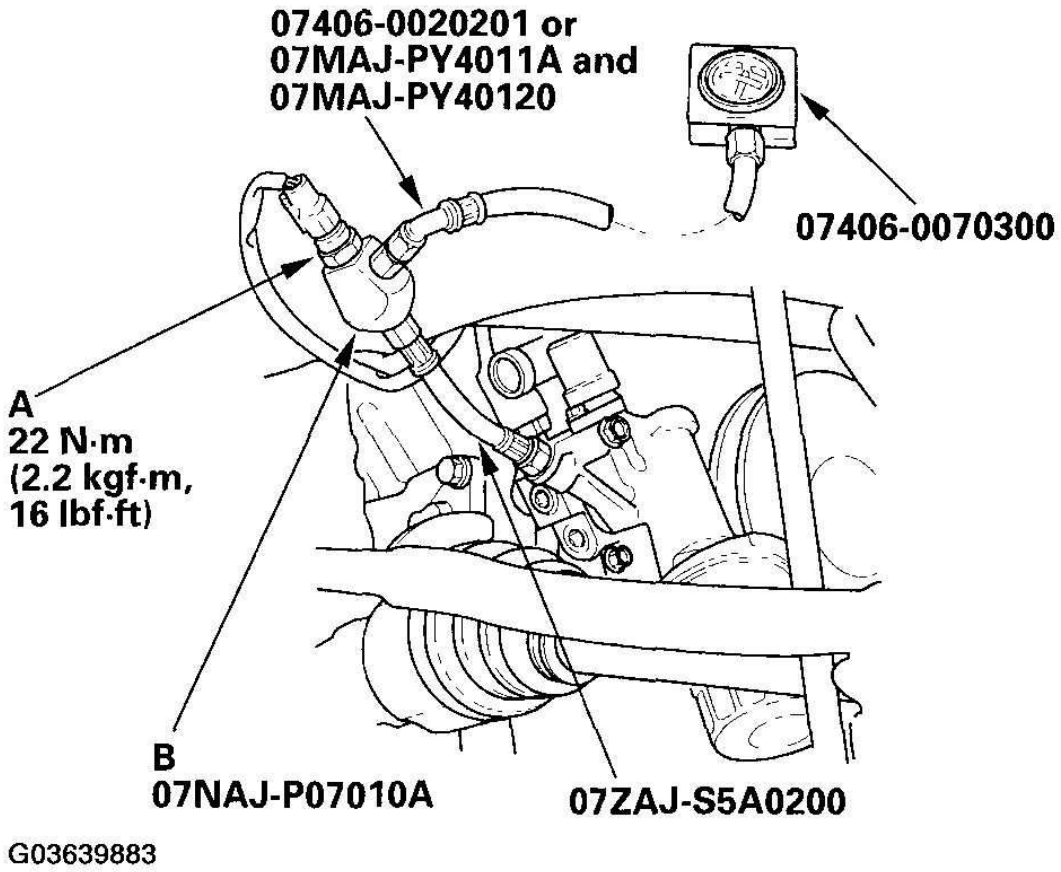

Fig. 2: Removing Rocker Arm Oil Pressure Switch (VTEC Oil Pressure Switch
10. Remove the rocker arm oil pressure switch (VTEC oil pressure switch) (A) and install the special tools as shown in **Fig. 2** , then install the rocker arm oil pressure switch (VTEC oil pressure switch) to the oil pressure gauge adapter (B).